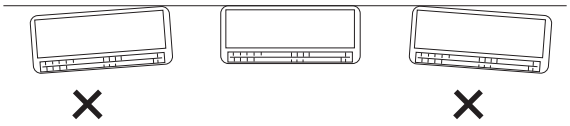

Abb. 3-11
(2) Zusätzlich mit Hilfe einer Wasserwaage oder eines Messbands sicherstellen, dass die Rückwand horizontal positioniert ist. Dies ist für den vorschriftsmäßigen Einbau der Einheit wichtig. (Abb. 3-11)
(3) Sicherstellen, dass die Rückwand mit der Wand bündig ist. Jeglicher Abstand zwischen Einheit und Wand verursacht Geräusche und Vibrationen.